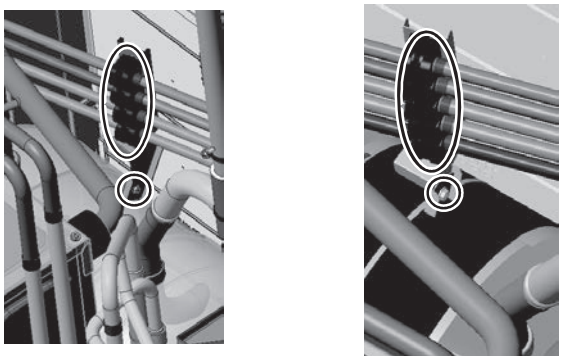

Figure 9
(4) Remove the sheet metal, cable ties, and rubber spacers from the accumulator mounting plate by unscrewing the screw. (See Figure 9.)